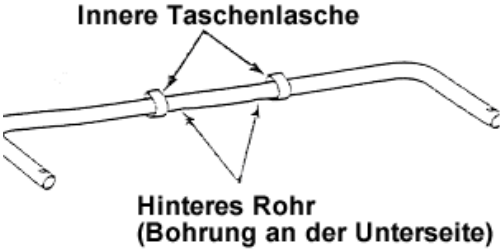

Abbildung 9
- Drehen Sie ein Rahmenrohr (K) so, dass sich die Bohrungen an der Unterseite befinden.
- Schieben Sie das Rahmenrohr (K) durch die beiden inneren Taschenlaschen, so dass das Rohr auf der Innenseite der Schmutzauffangtasche (J) zu sehen ist (siehe Abbildung 9).